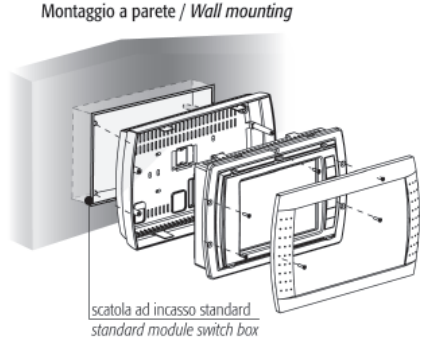

Fig. 3
Для правильной установки терминала на стену необходимо, чтобы тыльная часть корпуса (рис. 3) была закреплена в стандартной коробке типа 12/14 для переключателей (как предусмотрено CEI23-48 – IEC60670).
- Предварительно закрепите переднюю панель на корпусе терминала: Соберите конструкцию в одно целое как показано на рис. 3, использовав для этой цели 4 винта с потайной головкой из пластикового пакета, вложенного в упаковку терминала.